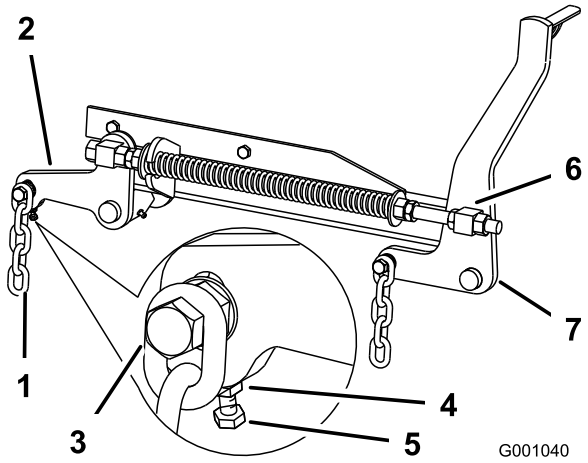

Figur 81
7. Hvis målingene ved stillingene **B** eller **C** ikke er korrekte, løsne bolten som fester den bakre kjeden til den bakre støtten (Figur 81).
8. Løsne låsemutteren under den bakre støttearmen og juster justeringsbolten for å få en måling på 79 til 83 mm (Figur 81).
7. Løsne de fremre svivellåseskruene, foran på høyre og venstre svivel, ca. 13 mm (Figur 81).
8. Juster hevemutteren på både venstre og høyre side av maskinen for å oppnå 6–10 mm lavere foran ved A enn bak ved **B** (Figur 81).